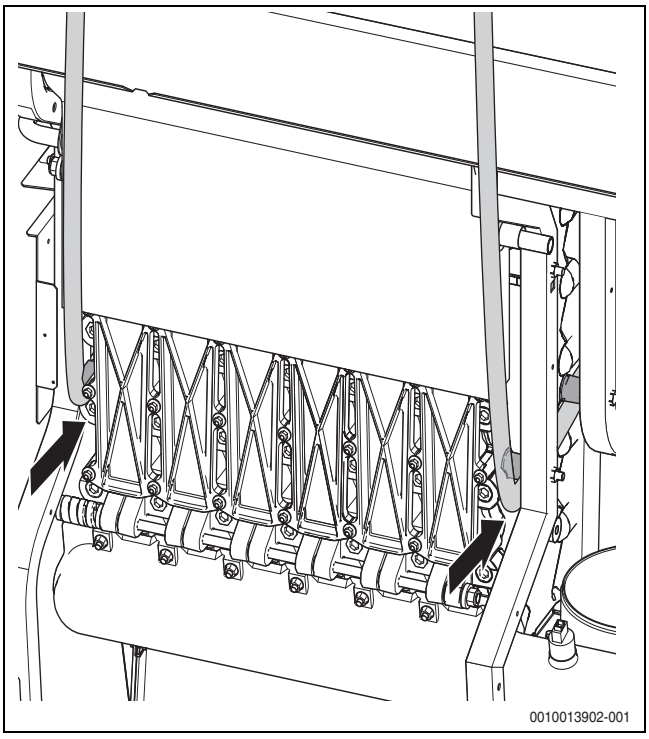

Bild 5 Führung des Krangeschirrs am Rahmen
- ▶ Krangeschirr (Rundschlingen) durch den Kesselrahmen führen (→Bild 5).